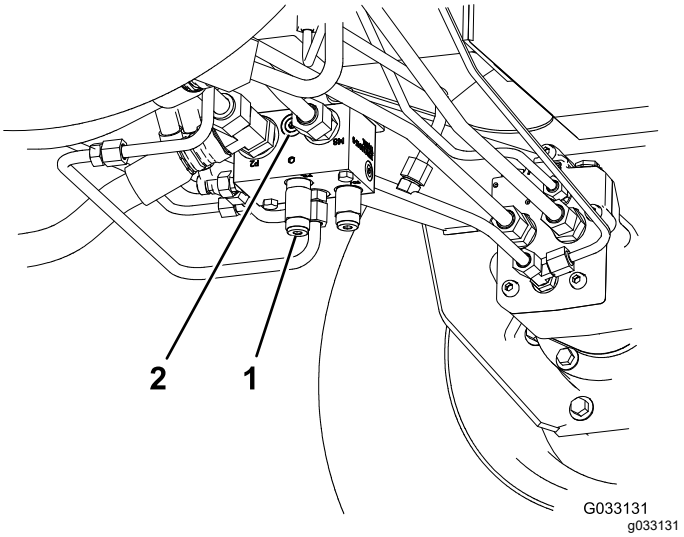

图 75
1. 在后牵引歧管端口 M8 与 P2 之间的未标记端口安装诊断接头图 75